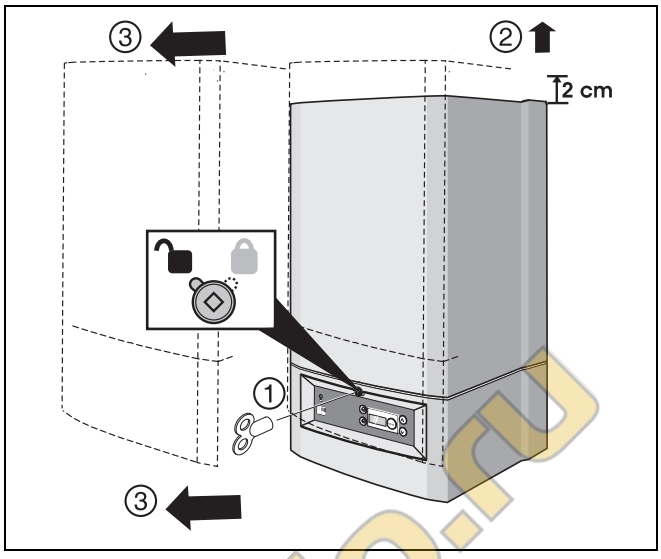

Рис. 4 Снимите кожух
- Отверните стопорный винт ключом для отопительных приборов и снимите кожух (→ рис. 4).